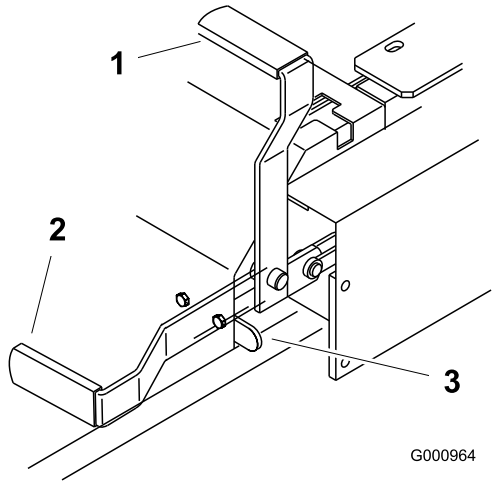

**Figur 12**
2. För parkeringsbromsspaken bakåt och uppåt för att dra åt parkeringsbromsen (Figur 12). Parkeringsbromsspaken bör ligga stadigt i det inkopplade läget.
Tryck parkeringsbromsspaken framåt och nedåt för att frigöra parkeringsbromsen (Figur 12). Parkeringsbromsen är urkopplad och spaken vilar mot bromsstoppet.